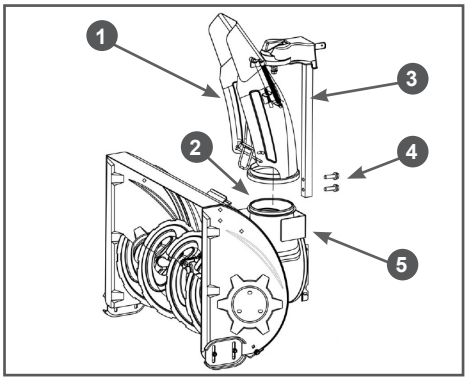

**Рис. 10 Установка желоба выброса снега**
10. Установите желоб выброса снега. Для этого установите желоб 1 на фланец 2 отверстия выброса снега, а стойку 3 закрепите на кронштейне 5 с помощью болтов 4 (Рис. 10).